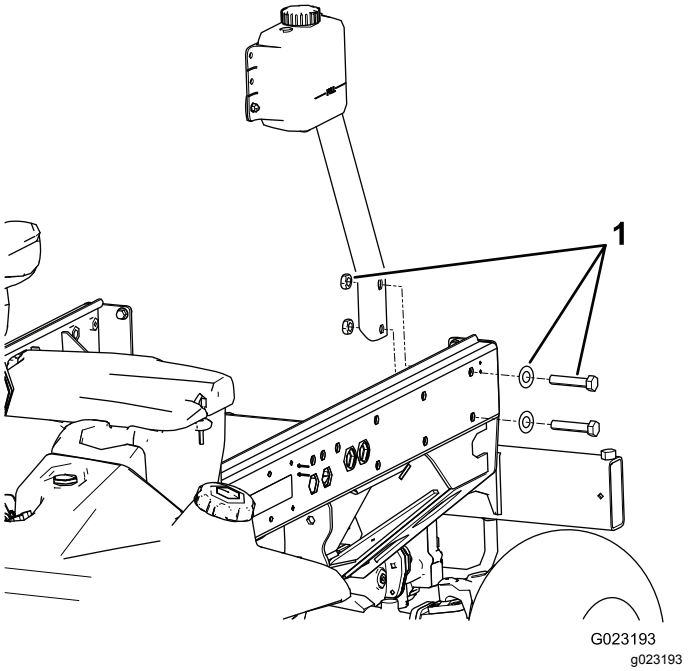

Figur 18
1. Afmonter de 2 bolte, 2 spændeskiver og 2 møtrikker, der fastgør beholderens monteringsbeslag til venstre stelvange (Figur 18).